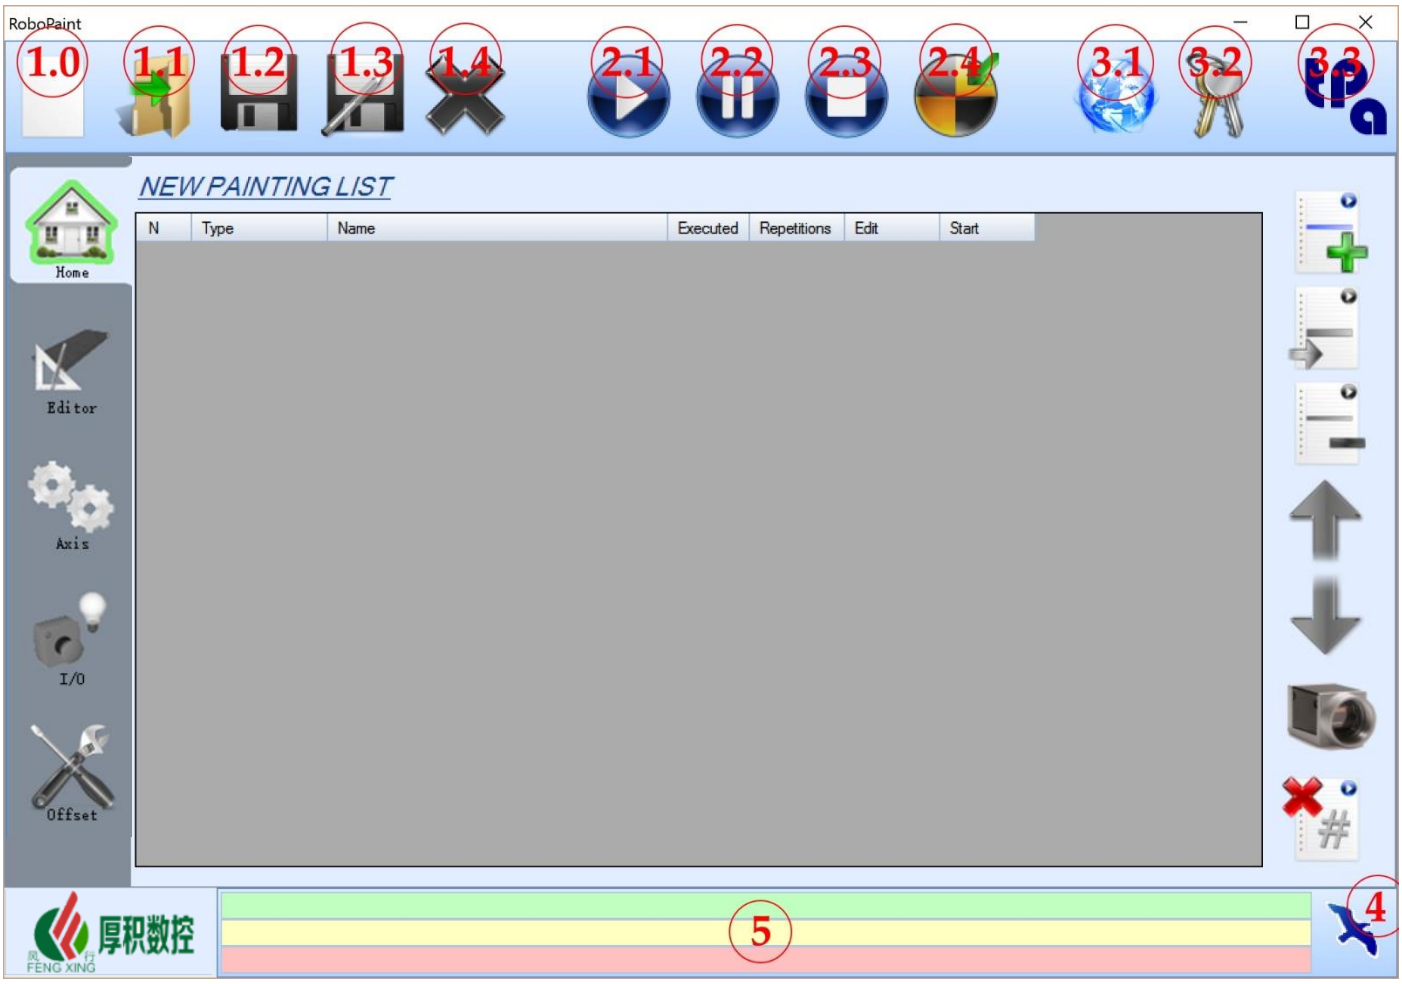

Fig.1
5. PARAMETERS: Protected by PASSWORD (Fig. 1, 3.2). Here you can modify the various offsets and the unique parameters for each machine.
1. LIST: here the added programs are displayed by pressing the NEW PROGRAM button 2 or the entire loaded list by means of the OPEN command (Fig. 1, 1.1). The programs will be run sequentially according to the values of the first "N" column. In the following columns:
Once the required execution list has been created, you just need to press START (Fig. 1, 2.1) to start its real execution in the machine.